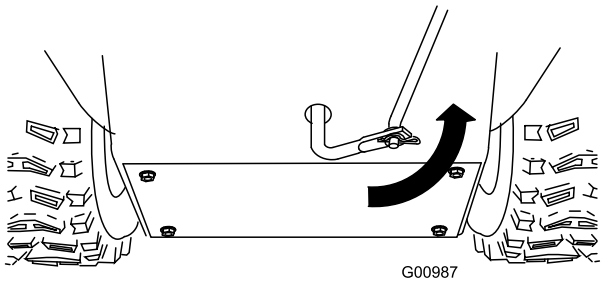

Рисунок 12
5. Поверните нижнее коромысло полностью вверх (против часовой стрелки) (Рисунок 12).